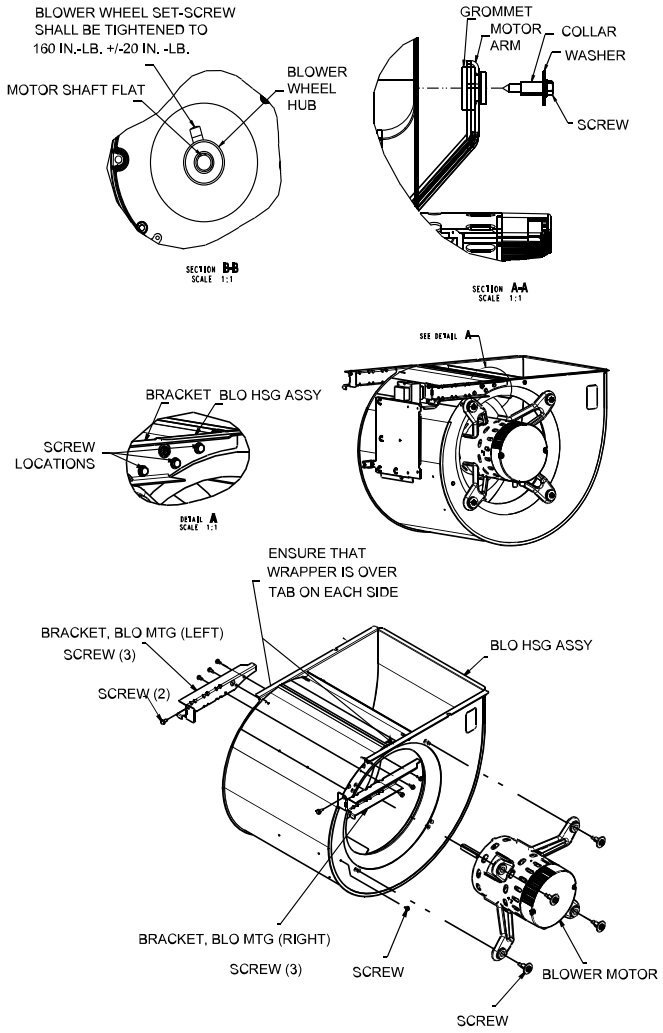

Fig. 68 – Blower Assembly on 66100M21
6. On 66100M21 size, the top screw securing blower to shelf must be removed in order to remove the blower (Fig. 68).Clean blower wheel and motor by using a vacuum with soft brush attachment. Be careful not to disturb balance weights (clips) on blower wheel vanes. Do not bend wheel or blades as balance will be affected.
15. On 66100M21, ensure that the blower wrapper sits on top of the two tabs on blower sidewalls (Fig. 68).Reconnect blower leads to furnace control. Refer to furnace wiring diagram, and connect thermostat leads if previously disconnected.